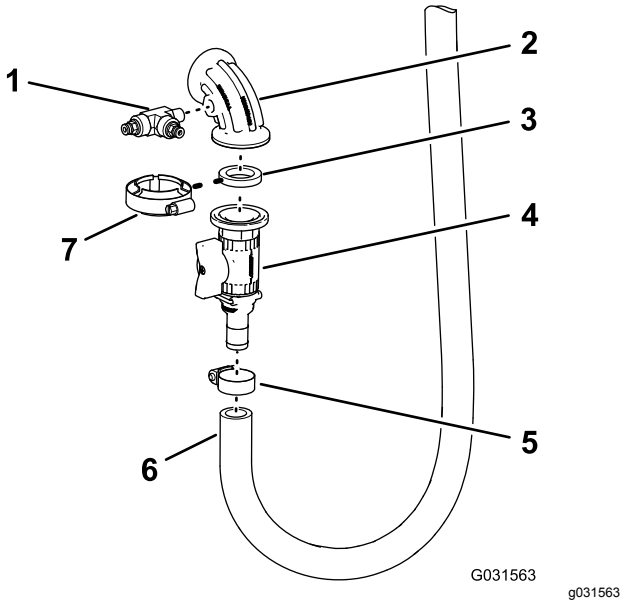

Figur 184
3. Fest PTFE-gjengeforseglingstape på gjengene til T-stykket (Figur 184) som du fjernet i trinn 3 av Koble fra slangene og rørene (side 13).
4. Monter T-stykket i 90°- vinkelkoblingen med sideport som vist i Figur 184, og stram koblingen for hånd.
5. Monter 90°-vinkelkoblingen med sideporten, pakningen og avstengningsventilen løst med flensklemmen (Figur 184).
6. Monter koblingen med mothaker på avstengingsventilen i innløpsslangen med slangeklemmen (Figur 184) som du fjernet i trinn 4 av Koble fra slangene og rørene (side 13).